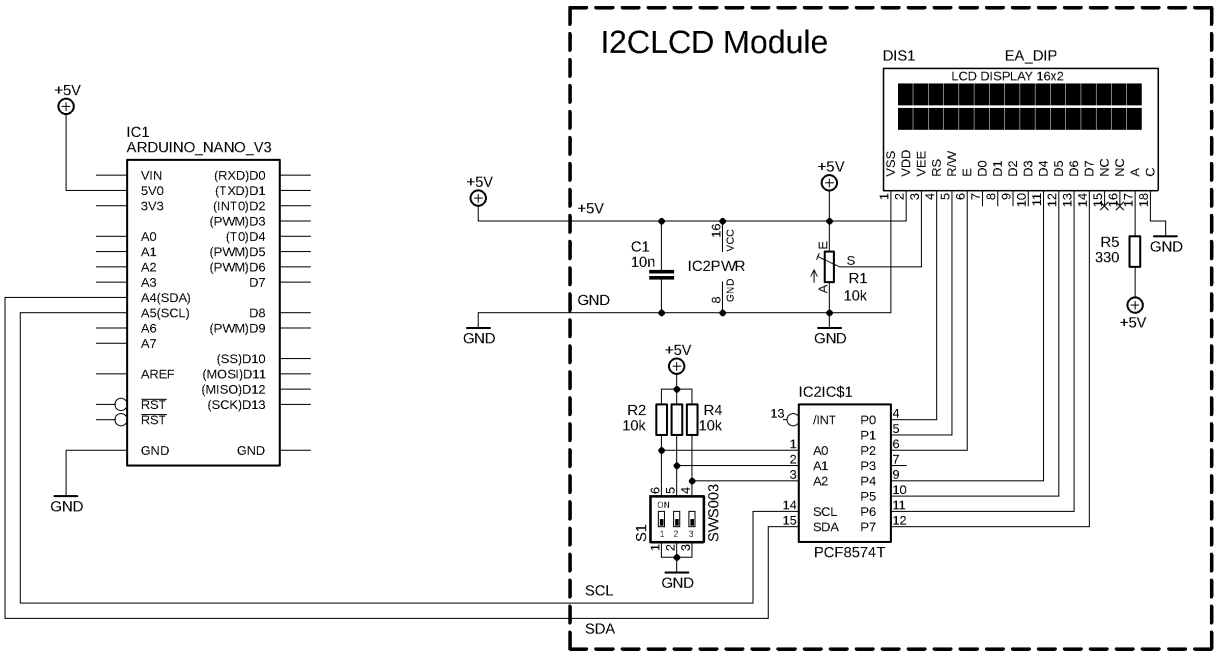

**Figure 3:** Priključitev LCD-ja na I2C vodilo.
1. Priključite LCD z I2C vodilom na Arduino NANO tako, kot prikazuje fig. 3 in s programom, ki ga najdete na Arduino strani, ugotovite njegov naslov, ter ga zapišite : _____